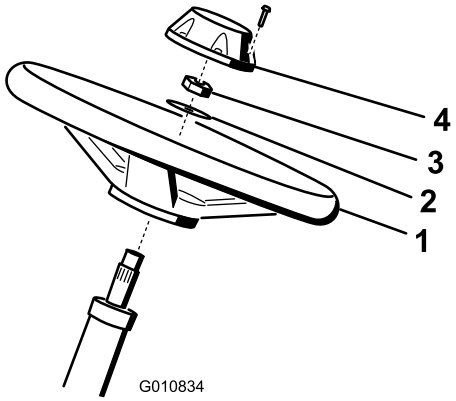

Figur 5
1. Trä på ratten på styraxeln (Figur 5).
2. Trä på brickan på styraxeln (Figur 5).
3. Fäst ratten på axeln med kontramuttern och dra åt den till 27–35 Nm (Figur 5).
4. Montera kåpan på ratten och fäst den med en skruv (Figur 5).